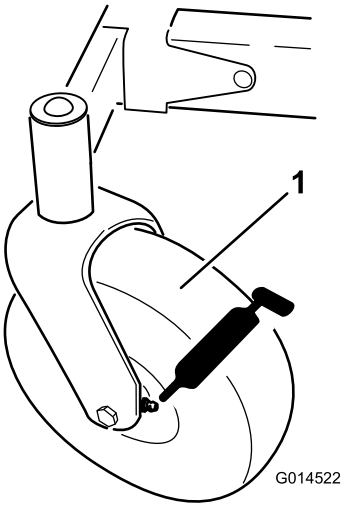
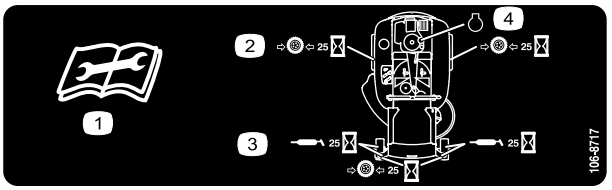

**Figur 30**
**Figur 31**
3. Tørk av smøreniplene (Figur 30 og Figur 31) med en fille.
4. Sett en fettsprøyte på anordningen (Figur 30 og Figur 31).